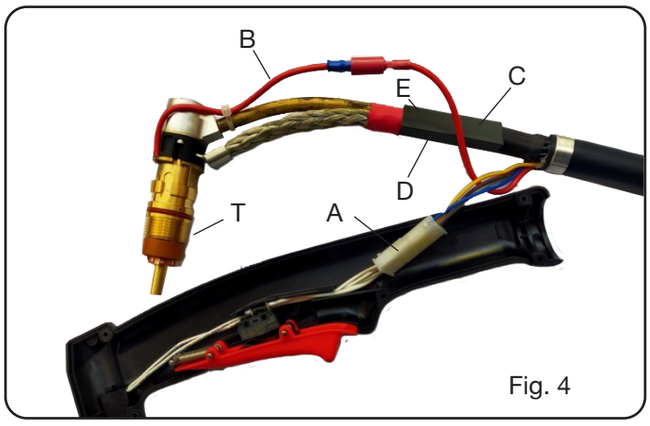

Fig. 4
- With reference to Fig.4, lift the welding torch body **T** with cable and disconnect connector **A** (push-button) and connector **B** (pilot arc) making sure that the push-button components (see Fig. 5) remain in the original position.
- Connect connector **B**, introduce the welding torch body into the grip seat and then connect connector **A** by introducing it inside the grip as shown in figure 4.
- With reference to Fig.4, lift the welding torch body with cable and disconnect connector **A** (push-button) .
- Replace the grip with push-button, connect connector **A** and introduce it inside the grip, as shown in figure 4, and then position the welding torch body with cable inside the **RH** grip seat.
• Unscrew the 6 screws **V** Fig.3 and remove the **LH** grip. With reference to Fig.4, lift the welding torch body with cable and disconnect connector **A** of torch cable (push-button) and connector **B** (pilot arc).